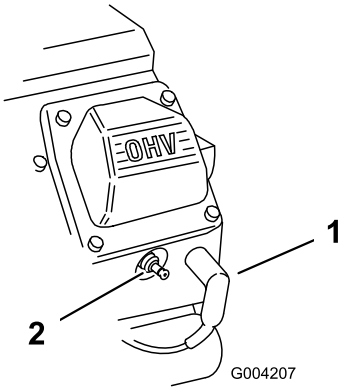

**Figur 49**
2. Træk ledningerne af tændrørene (Figur 49).
3. Sæt ledningerne på tændrørene (Figur 49).